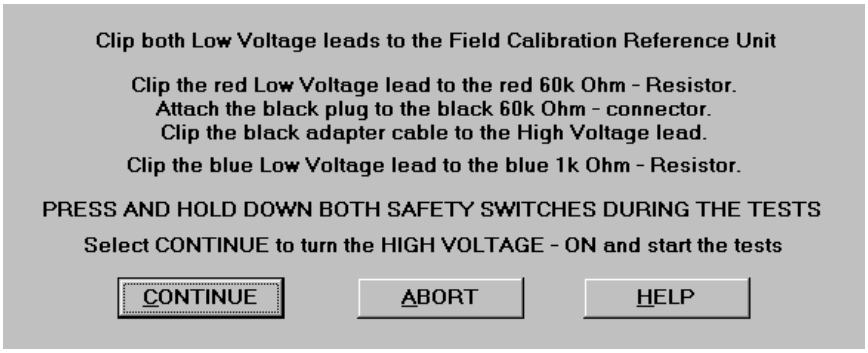

Figure 4.13 Field Recalibration Instructions
3. Follow the on-screen directions, as shown in Figure 4.13.